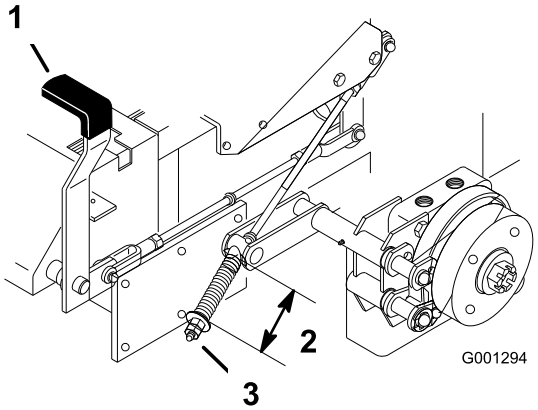

Figur 54
2. Mät fjäderns längd. Avståndet mellan brickorna ska vara 64 mm (Figur 54).
3. Frigör parkeringsbromsen om en justering krävs, och lossa sedan kontramuttern under fjädern och justera muttern direkt under fjädern (Figur 54). Vrid muttern tills korrekt mått uppnås. Vrid muttern medsols för att förkorta fjäderlängden och vrid motsols för att förlänga fjädern.